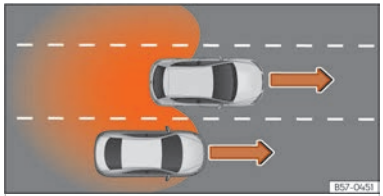

Fig. 133 Avançament al carril central i incorporació posterior al carril dret.
- Quan avanceu un altre vehicle ››› fig. 133 amb una diferència de velocitat d'aprox. 10 km/h (6 mph). Si l'avançament és considerablement més ràpid, no es mostra cap indicació.